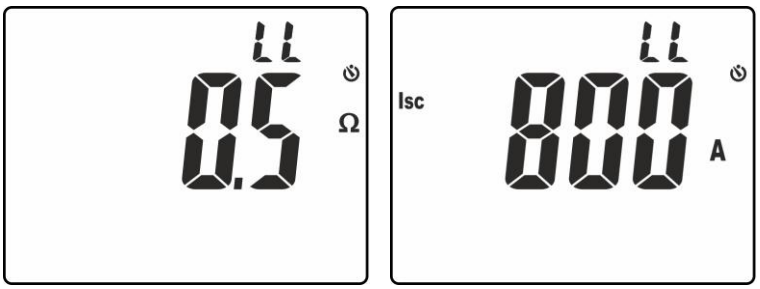

Fig. 28: Resultados da medição da impedância Loop L-L
12. No ecrã da Fig. 28 – parte esquerda aparece o valor da impedância de Loop L-L. Premir os botões ▼/💡 ou ▲ para visualizar o valor da corrente de curto-circuito provável **Isc** (consultar o § 9.3)